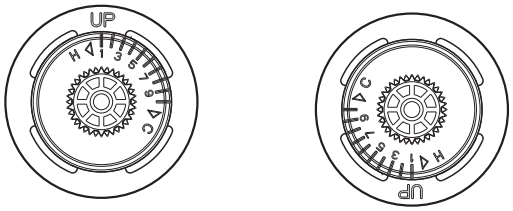

Figure 2.
BACK TO BACK INSTALLATION (FIGURE 2, 3 & 3A)
- Rotate CARTRIDGE **(1)** 180˚ so that the Up text is displayed on the bottom side. As shown in **FIGURE 2.**